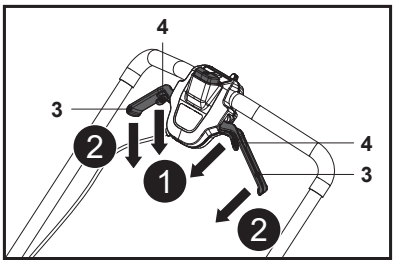

Fig. 19
1. Suelte las palancas de autopropulsión (4) para detener la función de autopropulsión (Fig. 19, paso 1).
2. Suelte las palancas de arranque (3) para detener el motor y la cuchilla (24) (Fig. 19, paso 2).
4. La luz de trabajo (16) se apagará automáticamente después de aproximadamente 10 s.